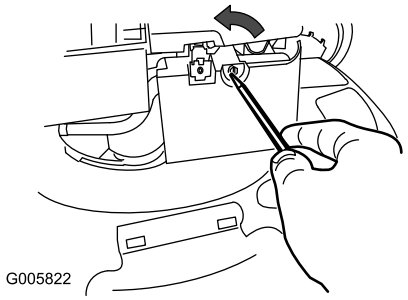

**Figuur 19**
1. Gebruik een schroevendraaier om het luchtfilterdeksel te openen (Figuur 19).